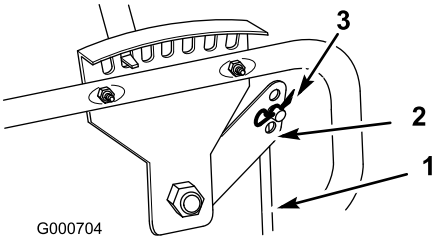

Bild 7
8. Befestigen Sie das obere Ende der Höheneinstellstange mit einem Splint am Höheneinstellgriff (Bild 7).